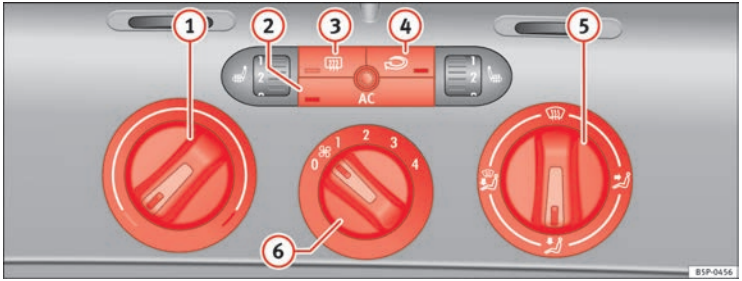

Fig. 127 On the dash panel: Climatic controls
– Using the controls ⇒ fig. 127 (1) and (4) and the control (5) you can set the temperature, air distribution and the turbine speed.
– To switch a function on or off, press the appropriate button (2), (3) or (4). When the function is activated, the display window in the lower corner of the button is lit.
(1) Temperature selector ⇒ page 158
(2) Button AC – Heating, ventilation and air-conditioning system on/off ⇒ page 158
(3) Button – Rear window heating. The heating will be switched off automatically approximately *20 minutes* after switching on. It can also be switched off beforehand by pushing the button.
(4) Button – Air recirculation mode ⇒ page 159
(5) Air distribution control ⇒ page 158
(6) Blower switch. There are four speed settings for the air flow. The air flow should always be set at the lowest speed when driving slowly.
– Switch on the air conditioning using the button ⇒ page 157, fig. 127 AC.